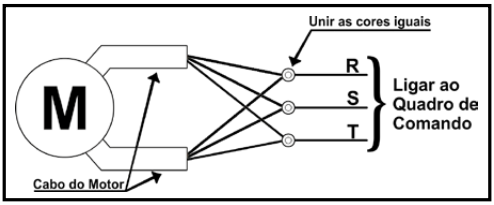

Figura 17a – Esquema de ligação motor dupla tensão em 220 V
• Quando a tensão for 220 V deve-se unir cor com cor e efetuar a emenda do cabo do motor ao cabo da rede elétrica e conectar ao quadro de comando, conforme figura 17a.